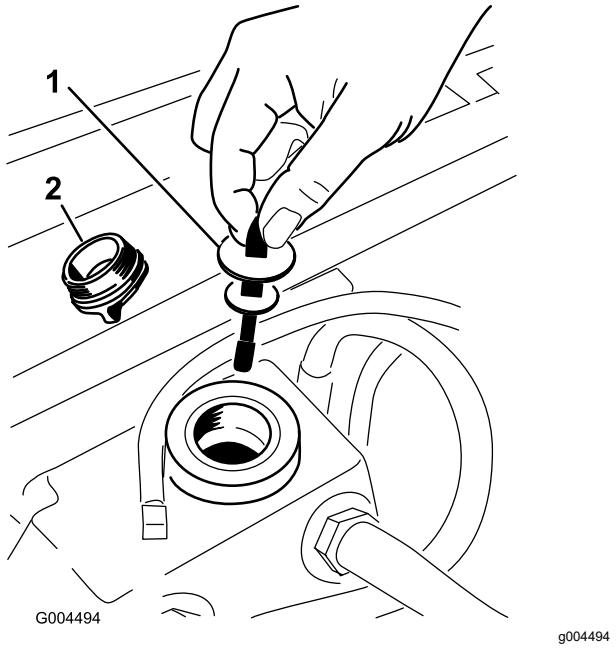

Figuur 95
5. Verwijder de vuldop van de hydraulische tank van de vulbuis (Figuur 95).
6. Verwijder de peilstok en veeg deze af met een schone doek (Figuur 95).
7. Steek de peilstok in de vulbuis. Verwijder hem daarna en controleer het vloeistofpeil (Figuur 95).